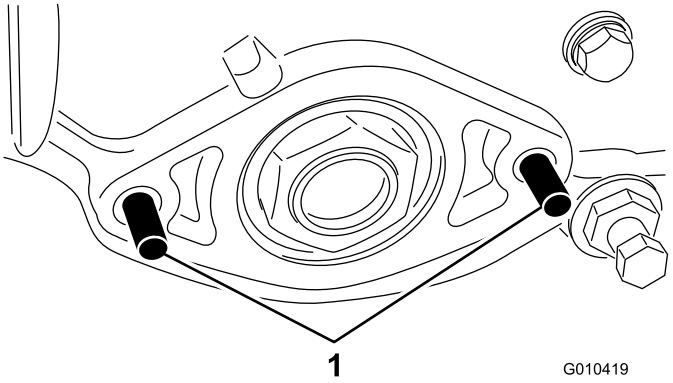

**Figura 4**
7. Instale 2 pernos (M8) a través de la placa lateral izquierda, según se muestra en Figura 4.